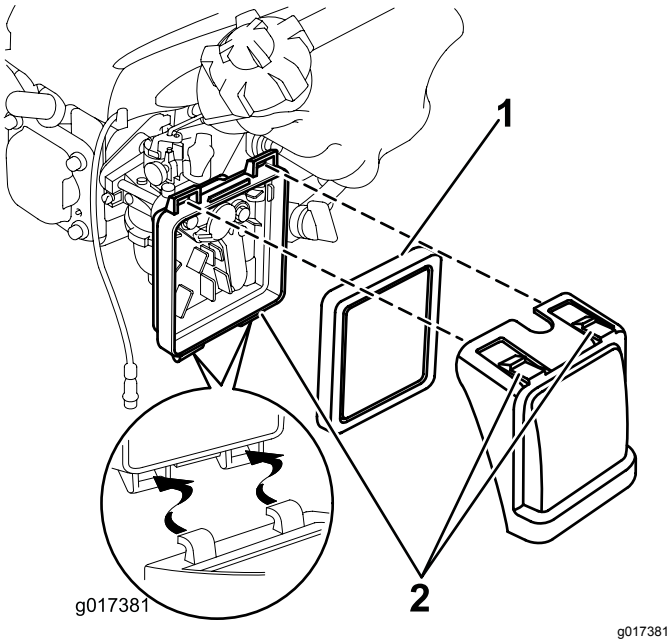

Figur 18
1. Tryck ned spärrhakarna på luftrenarkåpan (Figur 18).
2. Öppna kåpan (Figur 18).
3. Ta bort filtret (Figur 18).
6. Sätt filtret i luftrenaren (Figur 18).
7. Sätt tillbaka skyddet (Figur 18).